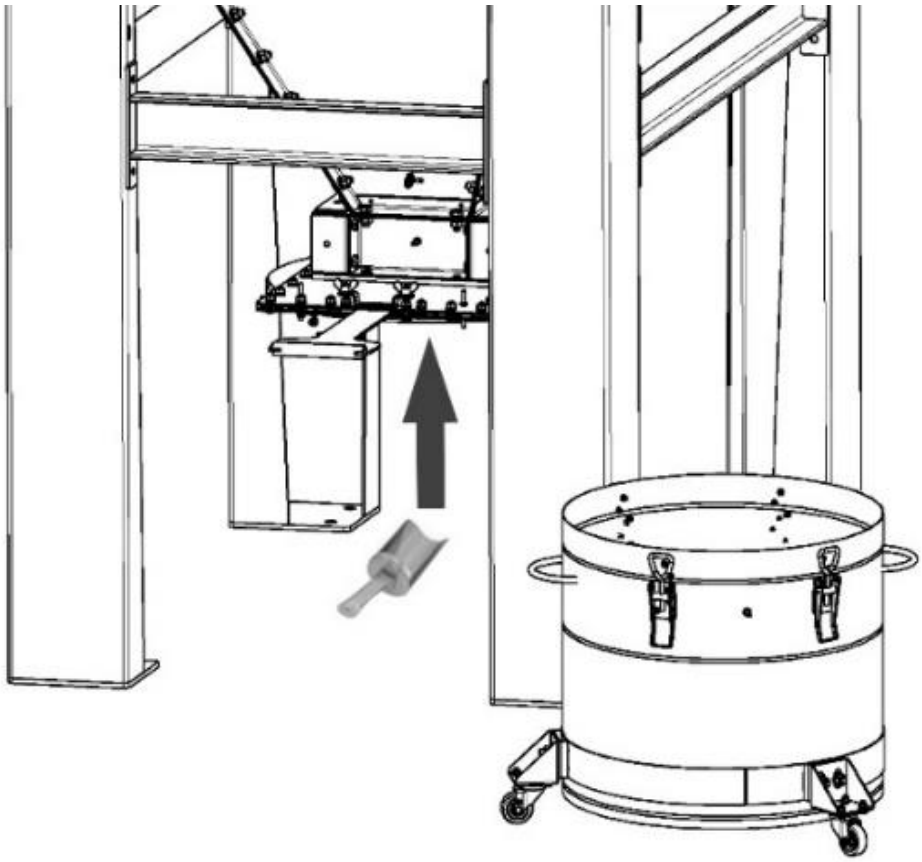

Рисунок 19
7) в отверстие бункера выгрузки пыли с помощью лопатки подавать (подбрасывать) небольшими порциями средство предзапыления, до тех пор, пока в фильтр не всосётся весь объем средства (рисунок 19);